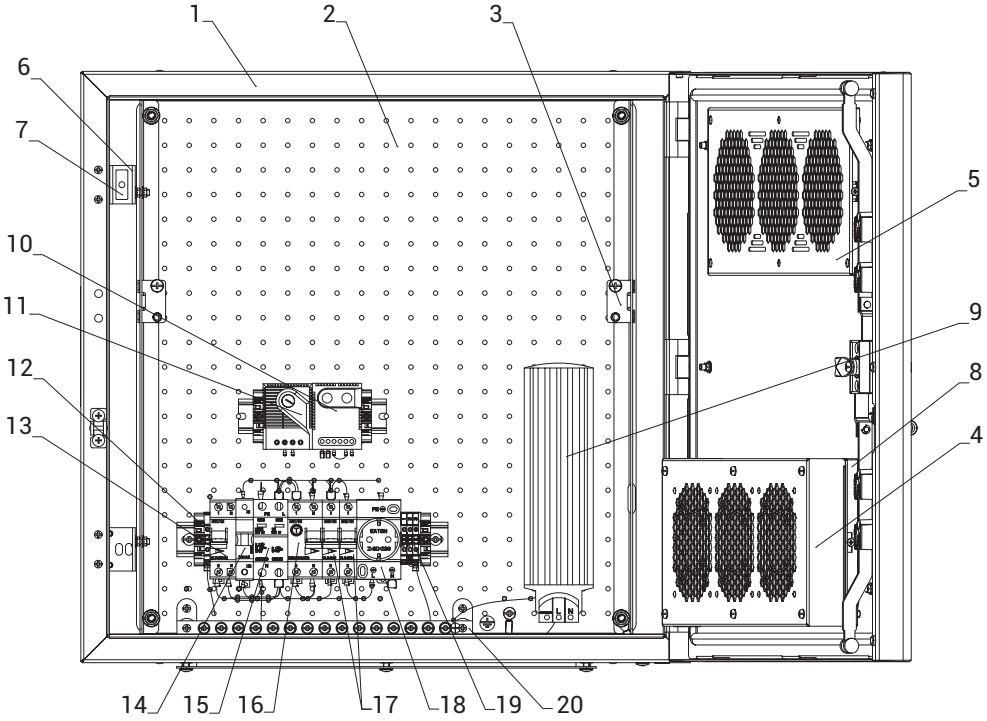

Рисунок 1. Общий вид шкафа серии ШТВ-Н
Корпус шкафов серии ШТВ-Н (поз.1 рис. 1) имеет металлическую сварную конструкцию, внутри покрыт слоем утеплителя с фольгированием, что увеличивает термоизоляцию и уменьшает теплопотери через стенки шкафа. В комплект шкафа входят задняя перфорированная оцинкованная панель (поз. 2. рис. 1) и комплект вертикальных юнитовых панелей (поз. 3 рис. 1). Отверстия для ввода кабелей находятся в основании шкафа.
Двери шкафов серии ШТВ-Н имеют перфорацию, которая обеспечивает вентиляцию установленного в нём оборудования, но при этом исключает прямой доступ в полость шкафа и попадание в него инородных предметов. В дверь шкафа исполнения Т1, Т3 встроена система вентиляции, состоящая из модуля вентиляторного (поз. 4 рис. 1), установленного поверх фильтра с повышенной площадью фильтрации (поз. 8 рис. 1) и фильтра выпускного (поз. 5 рис. 1). Максимальный угол открытия двери шкафа 120°. На кронштейне (поз. 6 рис. 1), закреплённом на петле двери, установлен датчик открытия дверей (поз. 7 рис. 1). Кабель от модуля вентиляторного подключается к клеммнику (XT2) (поз. 19 рис. 1).
На оцинкованной панели расположены две DIN-рейки с установленной аппаратурой и шина заземления (поз.20 рис.1). На верхней DIN-рейке расположен терморегулятор (поз.10 рис.1) и гигростат (поз.11 рис.1). На нижней DIN-рейке расположены аппараты вводно-распределительного устройства (ВРУ), состоящего из:
- вводной автоматический выключатель QF1 (поз. 13 рис. 1)
- автоматические выключатели QF2, QF3 (поз. 17 рис. 1)
- ограничитель перенапряжения FV1 (поз. 15 рис. 1)
- УЗО QA1 (поз. 16 рис. 1)
- индикатор напряжения HL1 (поз. 14 рис. 1)
- модульная розетка XS1 (поз. 18 рис. 1)
- клеммник XT2 (поз. 19 рис. 1)
- шина заземления XT/PE (поз. 20 рис.1)